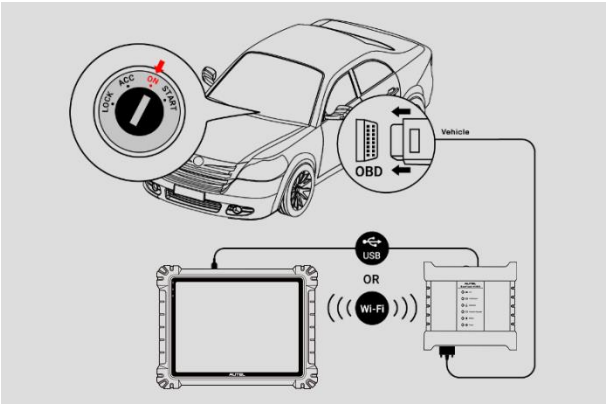

Figur 9-107 *Forbindelsesdiagram*
1. Se venligst *Figur 9-107 Forbindelsesdiagram* for at fuldføre tilslutningen. Sæt tændingen i tændt position.